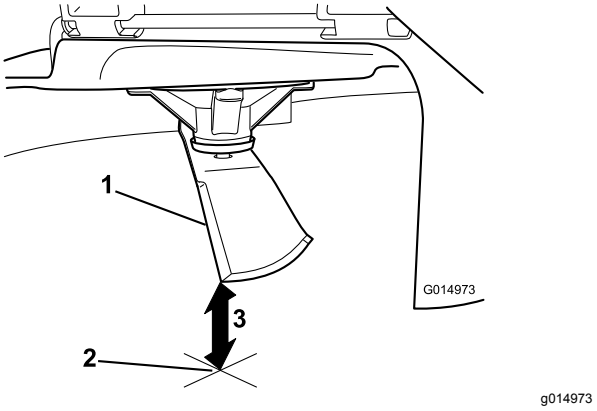

Figur 53
3. Mål fra knivtuppen til den flate overflaten (Figur 53).